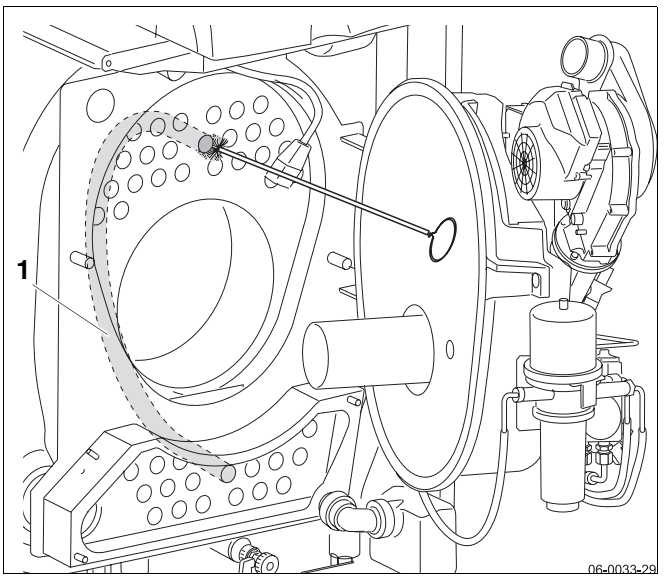

Bild 61 Heizgaszüge im Feuerraum reinigen
Beachten Sie, die Heizgaszüge verlaufen u-förmig (Bild 61, **Pos. 1**).
- Reinigungsbürste oben in die Heizgaszüge einführen, bis sie unten wieder herauskommt (Bild 61).